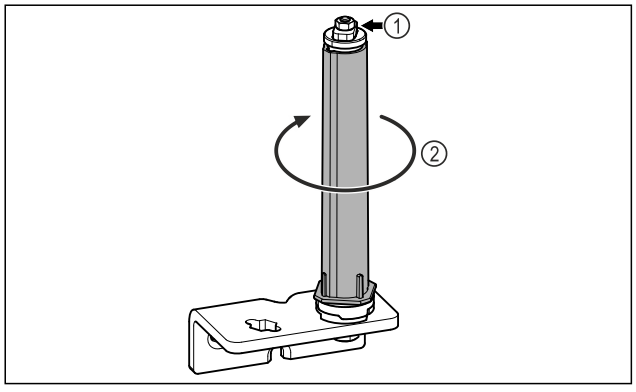

Fig. 21
▶ Nu dezasamblați sistemul de închidere al ușii *Fig. 21 (1)*.
▶ Rotiți *Fig. 21 (2)* sistemul de închidere, până când face clic.